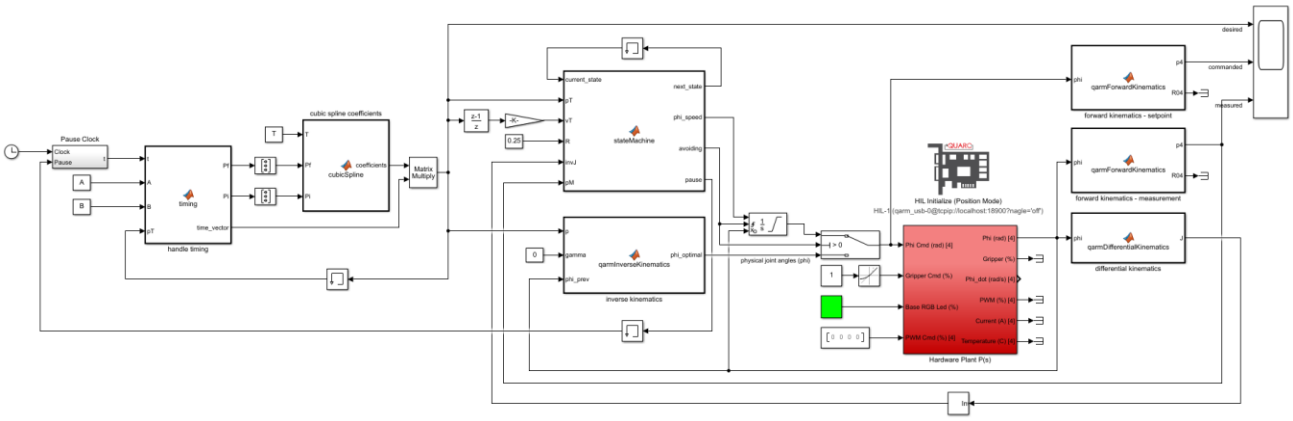

Figure 3: Simulink model that implements a singularity avoidance algorithm using a finite state machine
1. Open the Simulink model SingularityAvoidance.slx (Figure 3).
3. Open the stateMachine MATLAB function. Using the Concept Review as a guide, complete the script to implement the finite state machine shown in Figure 3. You are required to complete the State Transition and State Action sections for states 1, 2, 3, and 4, namely assuming the appropriate values to the following variables: `next_state`, `phi_speed`, and `avoiding`. Recall that the state machine will determine if the target position (pT) falls within the singularity avoidance region; if it does an alternative trajectory along the surface of the singularity avoidance cylinder is commanded to the end-effector otherwise the original cubic spline trajectory (P) is commanded. In the function, by setting the variable `avoiding` to 1, you will force the end effector to follow the perimeter of the avoidance region, otherwise setting it to 0 commands the linear trajectory.